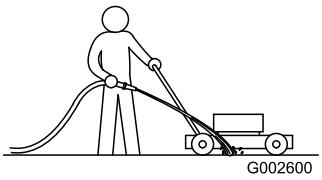

Figuur 24
1. Plaats de machine op een vlak, verhard oppervlak, laat de motor lopen en spuit een straal water voor het rechter achterwiel (Figuur 24).